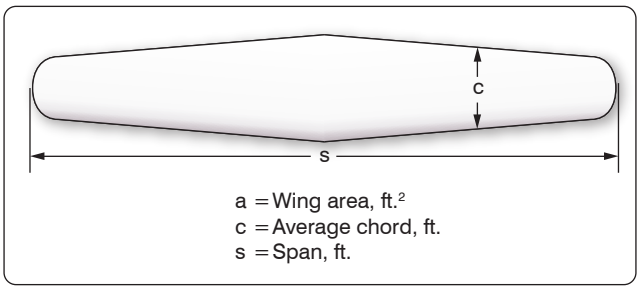

Figure 3-22. *Wing planform.*
To describe the shape of a wing *[Figure 3-22]*, several terms are required. To calculate wing area, it is necessary to know the meaning of the terms "span" and "chord." The wingspan, S, is the length of the wing from wingtip to wingtip. The chord is the average width of the wing from leading edge to trailing edge. If the wing is a tapered wing, the average width, known as the mean chord (C), must be known to find the area. The formula for calculating wing area is: